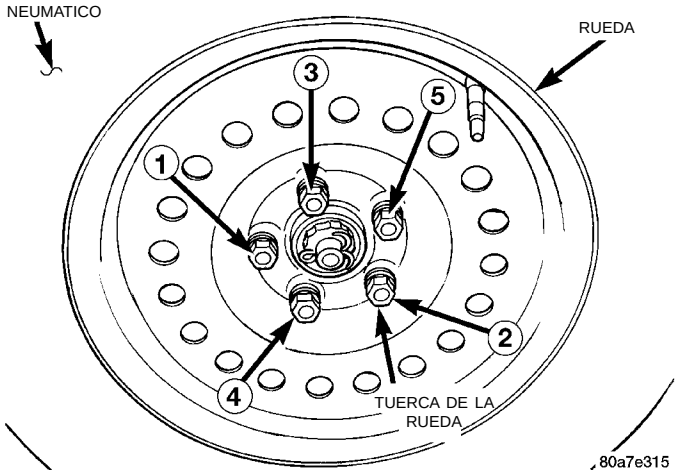

Fig. 14 Secuencia para apretar las tuercas de la rueda
(1) Para instalar la rueda, primero colóquela correctamente en los pernos y en la superficie de montaje de la maza, utilizando como guía el piloto de la maza. Instale y **apriete levemente** las tuercas de la rueda en la secuencia correcta (Fig. 14).
(2) Apriete progresivamente las 5 tuercas de la rueda en la secuencia correcta (Fig. 14) hasta alcanzar la mitad de la torsión especificada. Después apriete las tuercas de la rueda en la secuencia correcta, con una torsión de 135 N·m (100 libras pie).